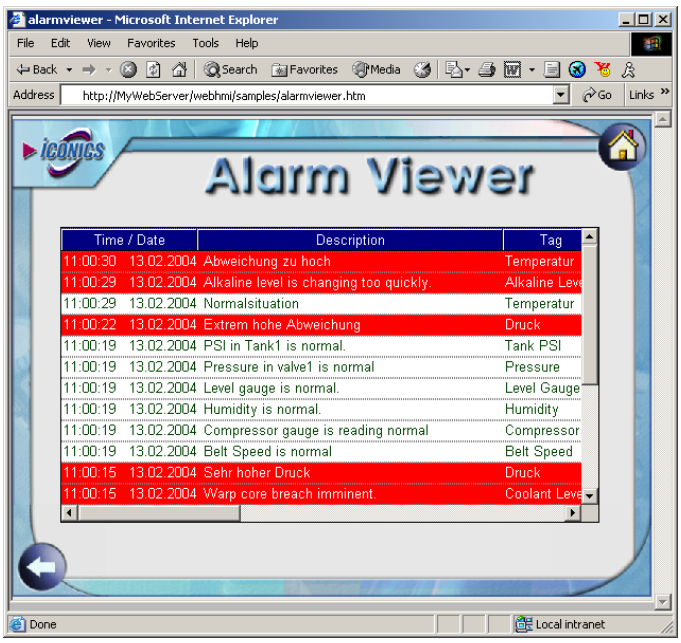

Figure L4.5: WebHMI Alarm Viewer Sample Page
10. You should be prompted to download the AWXView32 ActiveX control before the display loads. After the download, the display should look similar to **Figure L4.5.**